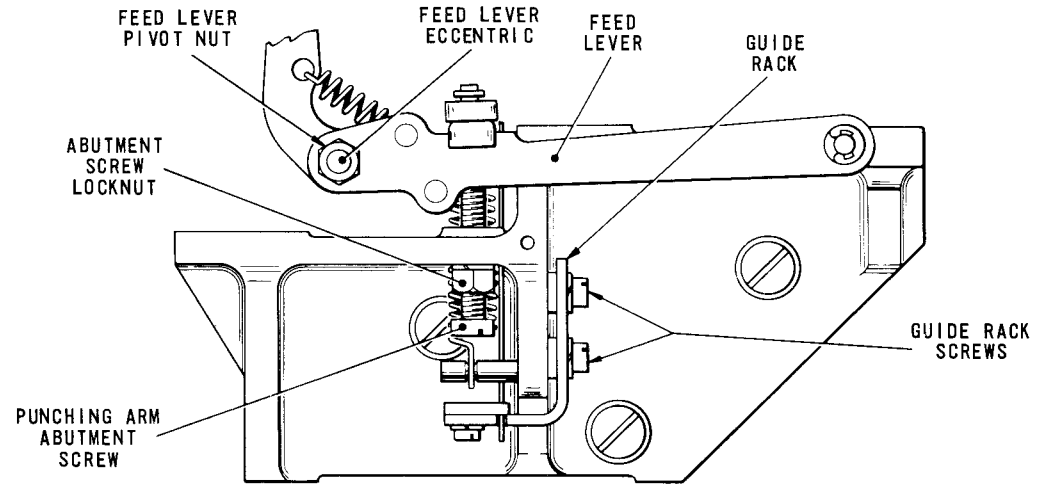

Fig. 4.78 FEED LEVER MECHANISM
92.2 If this is not so, slacken the screws securing the guide rack, Fig.4.78, and adjust the rack until the condition is satisfied. Tighten the rack screws.
94.3 With the machine in the rest position, adjust the punching arm adjustment screw, Fig.4.78, until the screw just touches the underside of the punching arm. Tighten the screw a further 1/4 of a turn and clamp it in this position with its locknut.
96.2 To adjust, slacken the feed lever pivot nut, Fig.4.78, and turn the feed lever eccentric until the correct clearance is obtained. Tighten the pivot nut.